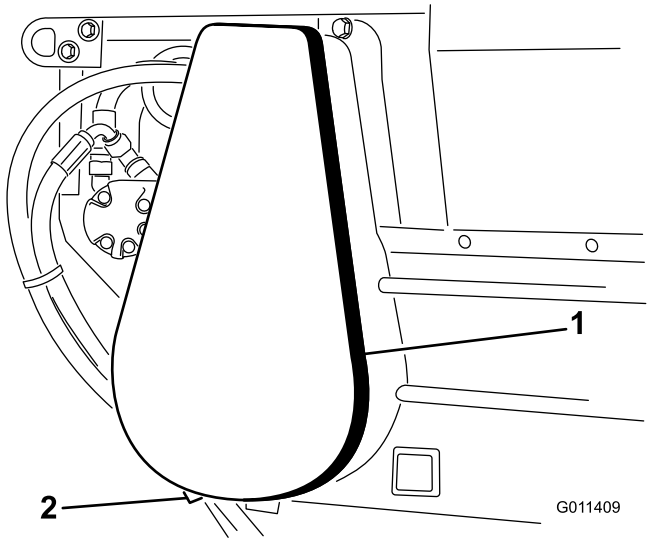

**Figuur 24**
1. Verwijder het kettingdeksel en het afstandsstuk (Figuur 24).